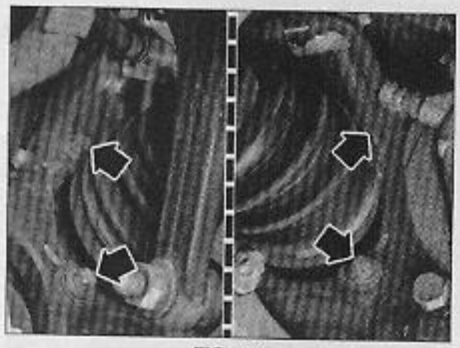

FIG. 14
• Déposer les vis de fixation du moyeu sur le pivot (Fig.14).